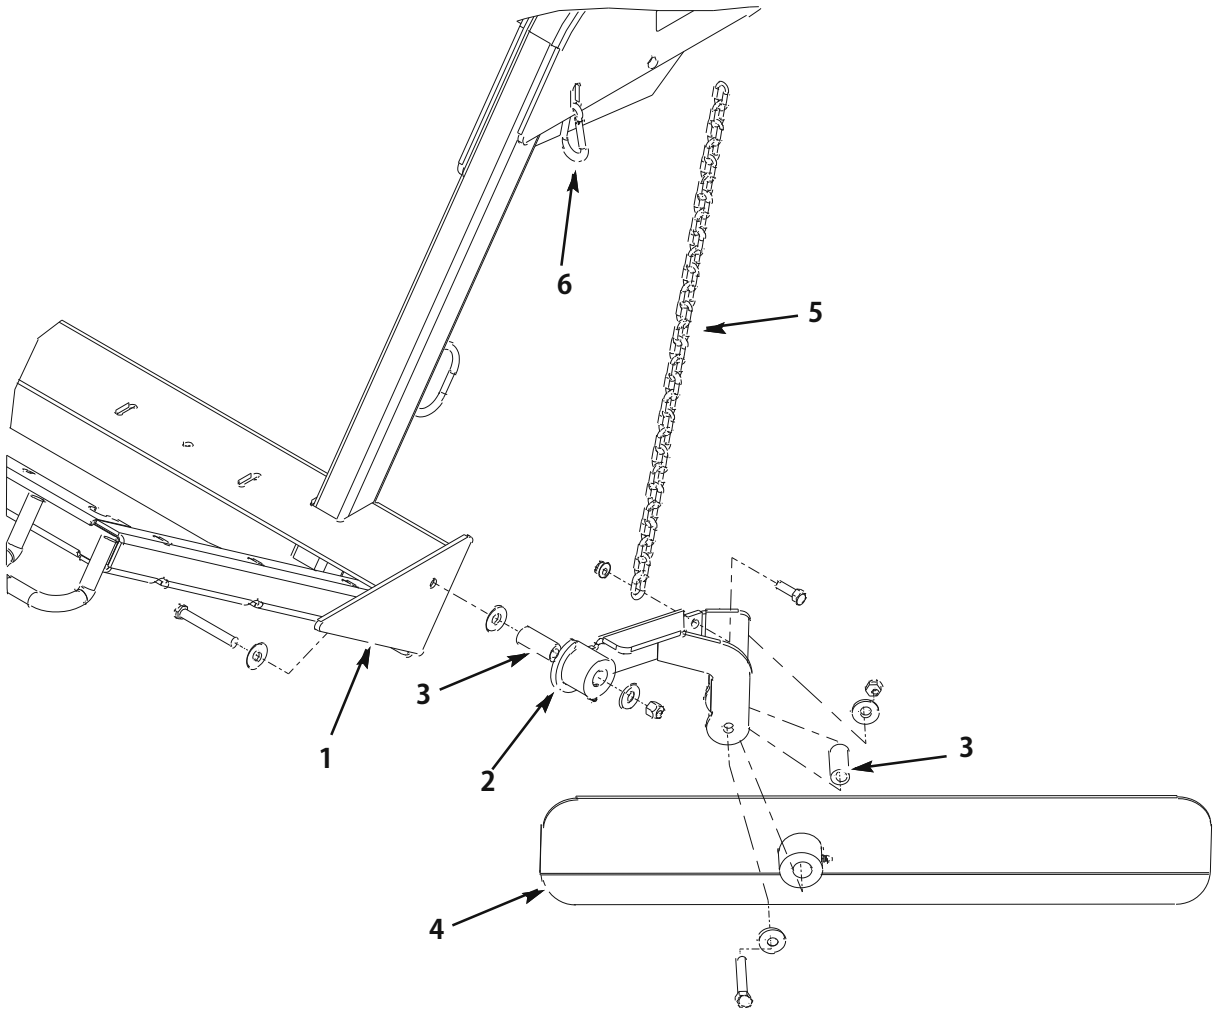

図27
1. ブレード取り付けアセンブリを、スイーパのフレームの左端部に取り付ける（7/16 x 3–14”キャップスクリュ, 平ワッシャ3枚, スペーサ, ロックナットを使用）。各部が図27 のようになる。
2. 畝寄せブレードを、取り付けアセンブリに取り付ける（7/16 x 3–14”キャップスクリュ, 平ワッシャ2枚, スペーサ, ロックナットを使用）。各部材を図27のように取り付ける。ブレードの長い側がスイーパから遠くなるように取り付けること。
4. スナップ・リンクを使って、チェーンのもう一方の端をフレームのスロットに固定する（図27）。チェーンに多少のたるみを持たせること。